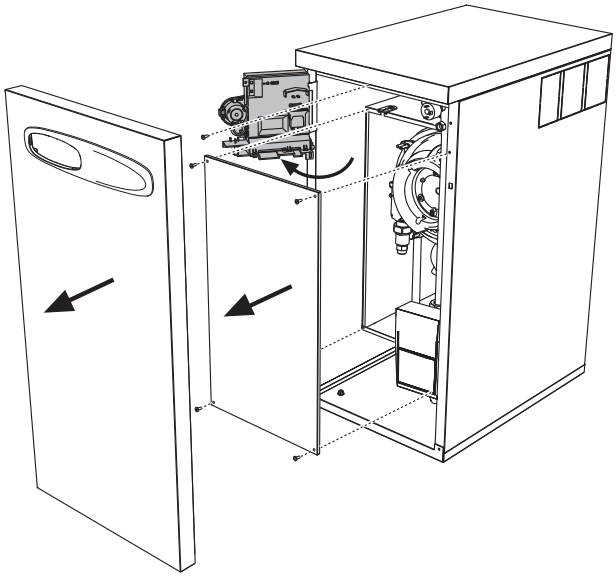

fig. 22
2. Rimuovere il pannello frontale e il pannello della camera stagna (vedi fig. 22).
3. Svitare la vite e ruotare il pannello comandi (vedi fig. 22).